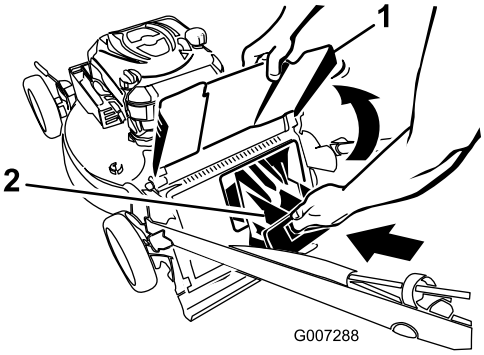
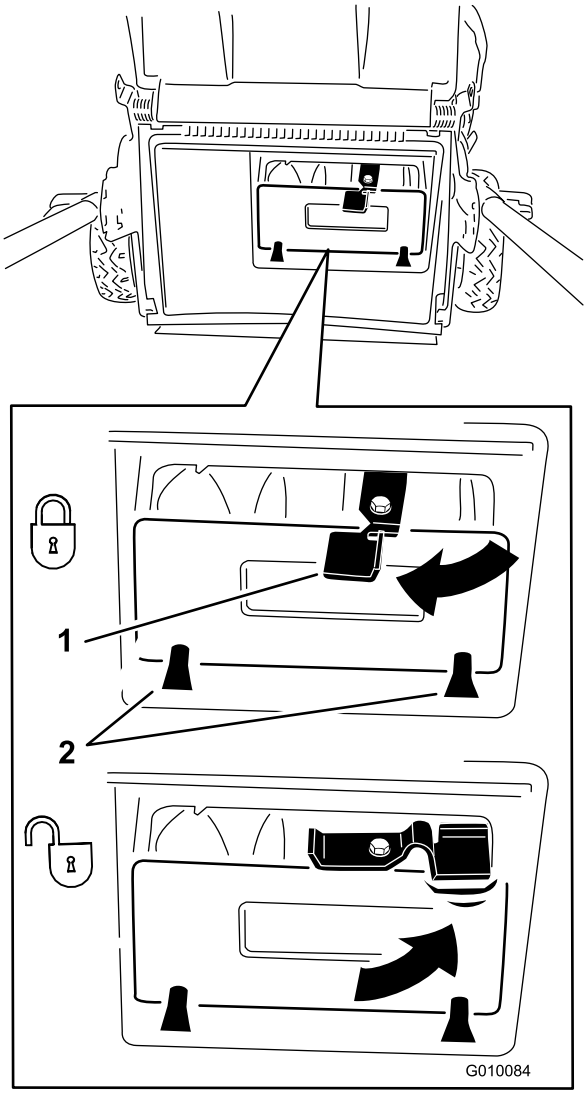

**Figuur 17**
**Figuur 18**
**Belangrijk: Zorg ervoor dat de afsluiter van het achteruitwerpkanaal is geplaatst en vergrendeld. De afsluiter vergrendelen: Breng de afvoergeleider omhoog (Figuur 17), duw de afsluiter stevig naar binnen tot deze vastklikt en draai de hendel op de afsluiter linksom (Figuur 18).**
**Opmerking:** Om de afsluiter te ontgrendelen, draait u de hendel op de afsluiter naar rechts (Figuur 18).